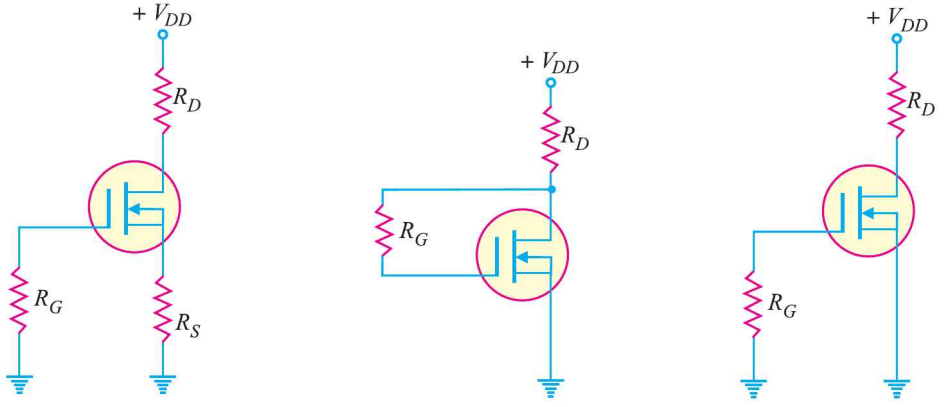

Fig. 19.66
8. Determine in which mode each *D-MOSFET* in Fig. 19.66 is biased. **[(*i*) Depletion (*ii*) Enhancement (*iii*) Zero bias]**